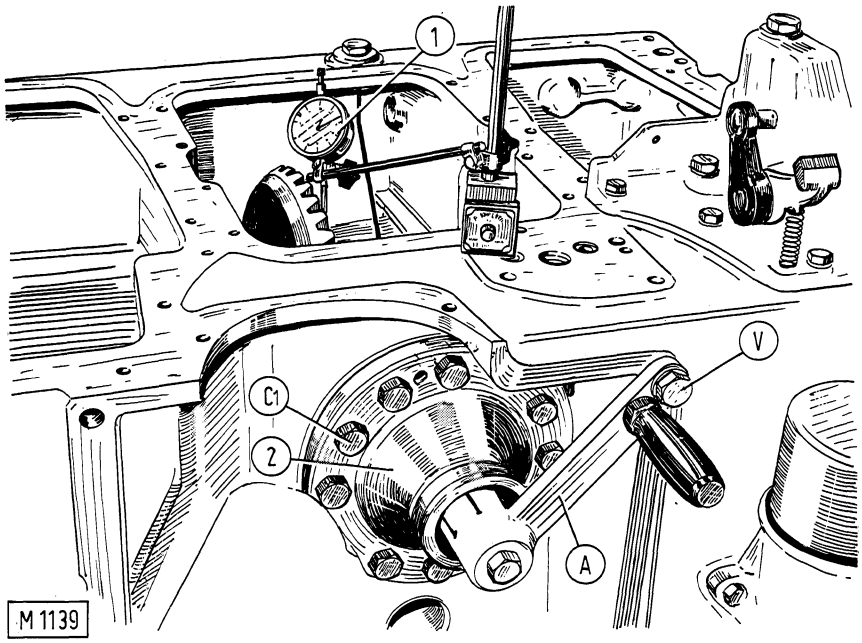

Fig. 9-13 - Checking bevel gear lash.
Apply handle 75293322 to axle casing as shown in fig. 9-13, and measure bevel gear lash (G) using a suitable dial gauge with stylus positioned at right angles on the end of a ring gear tooth.
75293322	Retainer, bevel pinion, A, fig. 9-13.